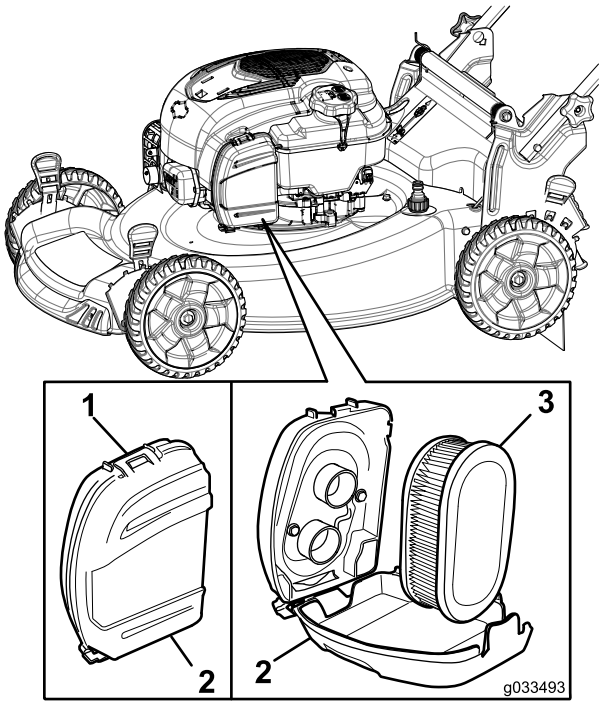

Figura 30
1. Desencaixe a parte superior da cobertura do filtro de ar (Figura 30).
2. Retire o filtro de ar (Figura 30).